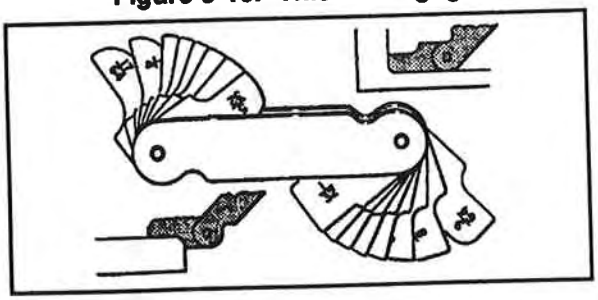

Figure 3-16. Radius gage
- Radius gage—used to determine the radius of curved surfaces by selecting the leaf that corresponds to the surface being gaged (Figure 3-16). It is similar to the thickness gage, except that all its leaves are equally thick and the sides of each leaf are curved at a specific radius that is marked on each.